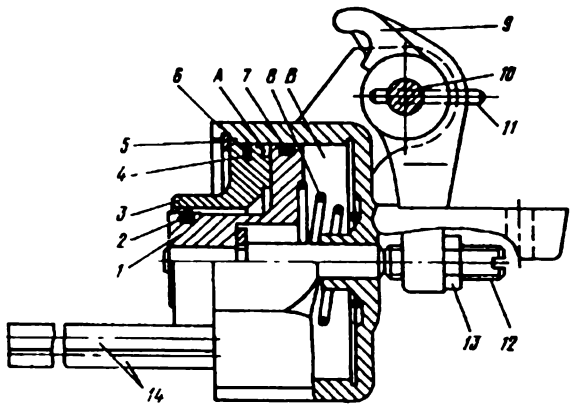

Рис. 98. Цилиндр переднего тормоза:
1. Снимите стопорное кольцо *5* (рис. 98) крышки, нажимая при этом на поршень.